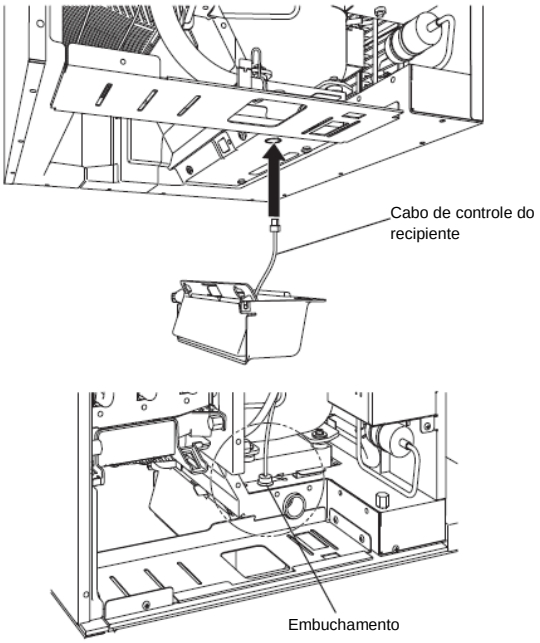

Fig. 4
6) Encaminhe o cabo de controle do recipiente através do furo na base, e depois para dentro da bucha fornecida. Ver Fig. 4.